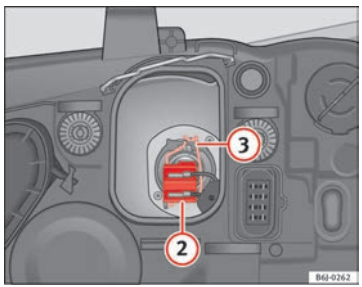

Fig. 157 Luz de cruce
– Extraiga el conector ⇒ fig. 157 (2) de la lámpara.
– Desenganche el resorte retentor ⇒ fig. 157 (3) presionándolo hacia dentro y a la derecha.